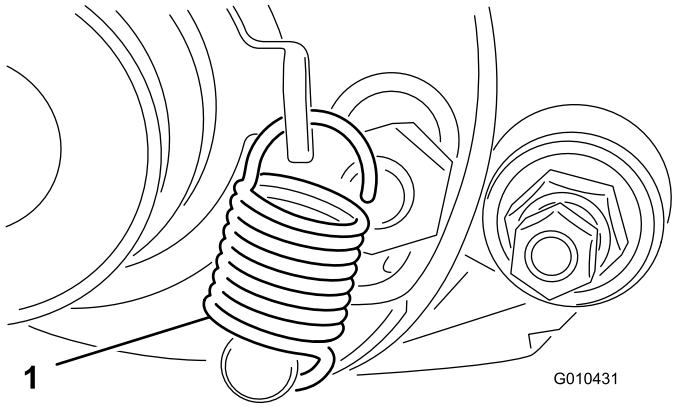

Figur 17
1. Rotera mellanremsskivan tills förlängningsfjädern kan hakas fast i hålet på remskivans fäste och i tappen på det sätt som visas i Figur 17.